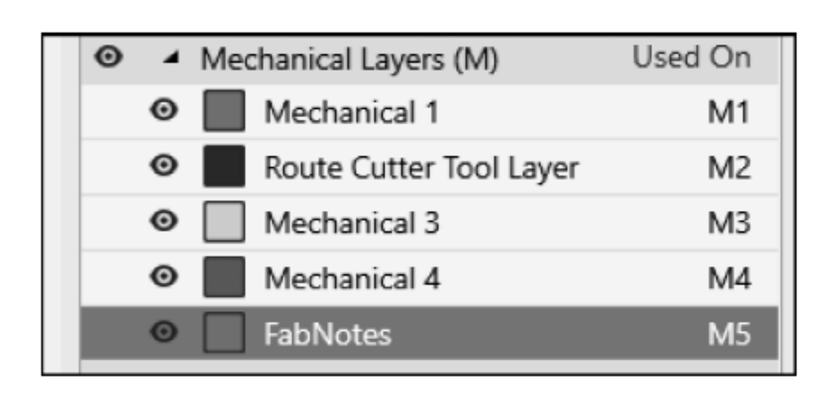

图 1-263　修改机械层名称
(6) 按快捷键 L,进入层颜色管理器,如图 1-263 所示。把 Mechanical 2 改名为 Route Cutter Tool Layer,在这个层上绘制的线定义为铣刀铣穿 PCB 的走线;把 Mechanical 5 改名为 FabNotes,在这个层上绘制的线定义为要在 PCB 上铣出 V-Cut 的走线(放置这些标注信息的 Mechanical 层可自行选择)。